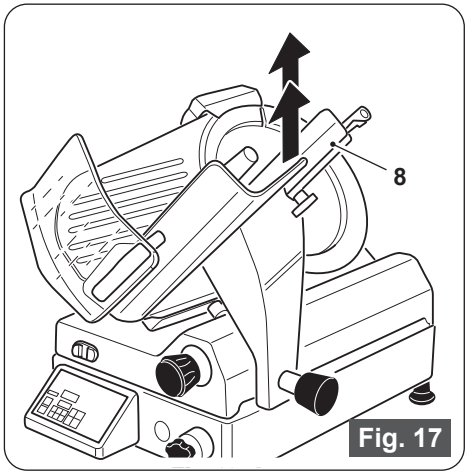

Fig. 17
- Lift the tray (8) and remove it (Figure 17).